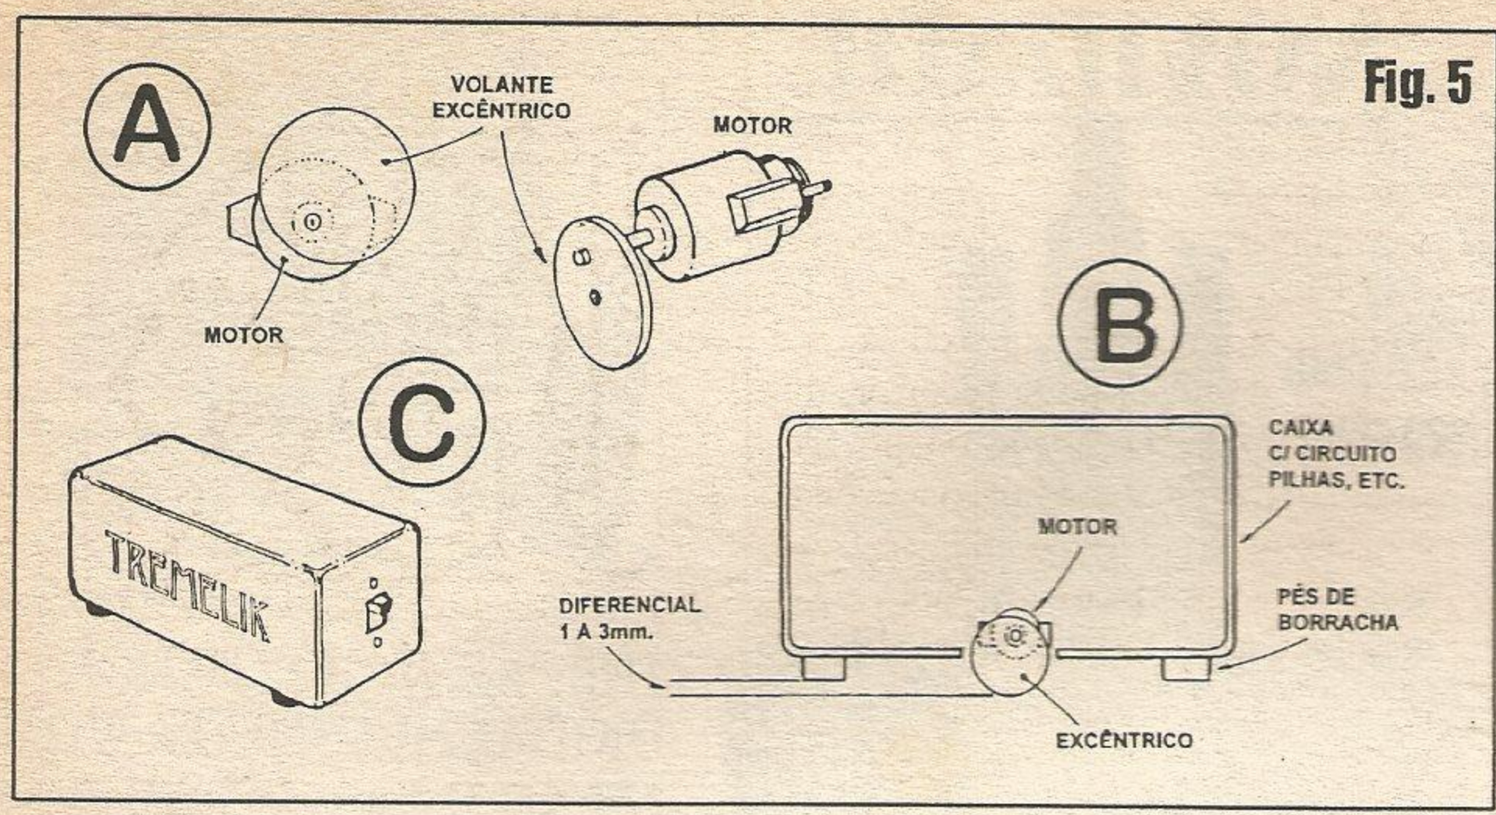
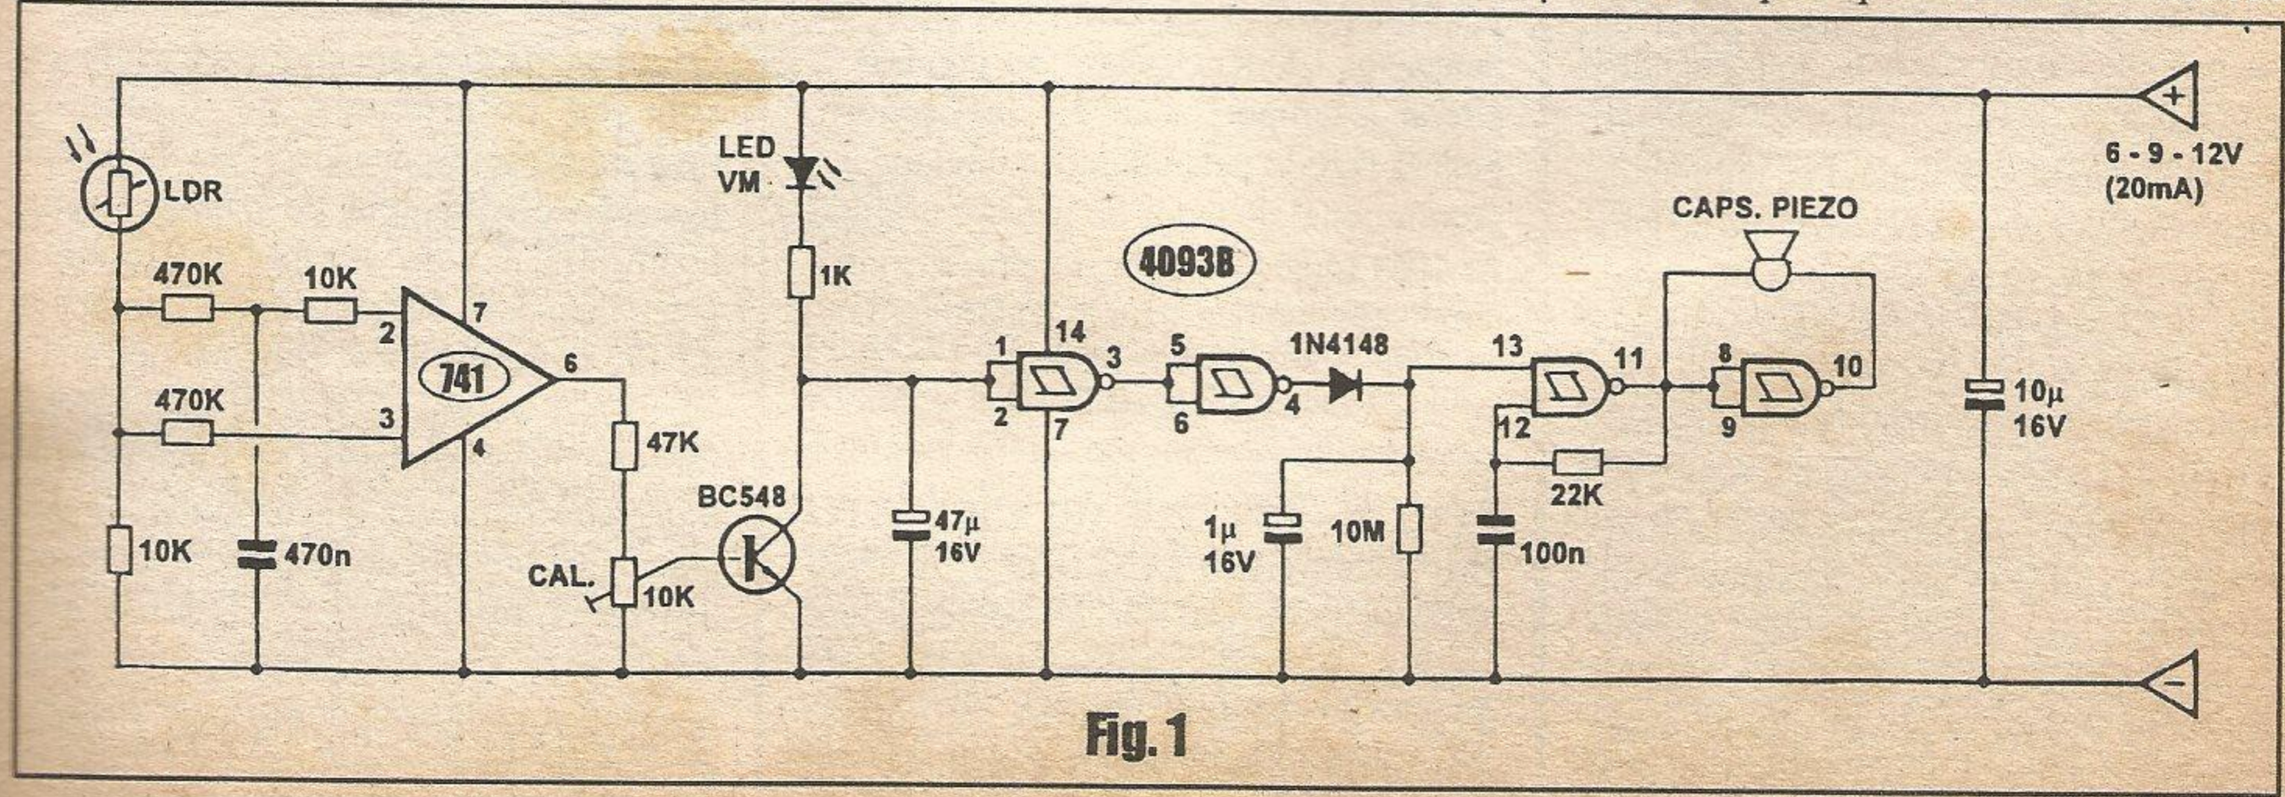

Fig. 5
Fig. 1
**- FIG. 1 - DIAGRAMA ESQUEMÁTICO DO CIRCUITO -** A partir da idéia básica, que é fazer algo funcionar, agitar-se ou movimentar-se, por poucos segundos, a intervalos proporcionalmente muito longos (cerca de 10 minutos, no caso...) foi facilmente implementada, em termos puramente eletrônicos, através de um circuito de astável, arranjado de modo pouco usual, onde cada um dos dois ramos ativos do próprio *flip-flop* é formado *também por um flip-flop*, sendo que ambos os módulos são contidos num único integrado C.MOS 4013 (que contém os dois requeridos *flip-flops* tipo D, em blocos de fácil acesso e *circuitamento* externo...), barato e fácil de encontrar... No diagrama, os blocos internos do 4013 são mostrados com algumas letras e números codificando seus terminais e funções, devendo o hobbysta considerar que **S1** e **S2** são os terminais de *set* ou de *armar* cada um dos *flip-flops*, **R1** e **R2** são os respectivos terminais de *reset* ou de *rearmar* (*zerar*), e **Q1/Q2** constituem as saídas dos blocos (**Q1** e **Q2** com um *tracinho em cima do Q* , representam as respectivas *saídas complementares, ou de nível digital oposto*...). Para compor, com os dois blocos (cada um um simples *flip-flop*...) um super-*flip-flop* altamente dessimetrizado, simplesmente interligamos os ditos cujos em *gangorra*, saídas de um direcionadas às entradas do outro, em vice-versa, com a interveniência de redes temporizadoras RC especialmente
**- FIG. 5 - EXPLICANDO E SUGERINDO A *MECÂNICA* DO *TREMELIK*... -** Nas explicações inerentes à **FIG. 1** vimos o detalhamento da parte eletrônica da idéia... Agora, falemos sobre sua parte mecânica, *numa* das suas várias possibilidades. Para *transformar* o movimento rotativo do eixo do micro-motor num deslocamento linear e em vai-vem (vibração forte, ou *estremecimento*...), um modo mecanicamente simples e eficiente é dotar o dito eixo de uma carga (massa) *excentricamente* distribuída (A). Para tanto, basta fixar uma arruela metálica, ou um pequeno (diâmetro pouco maior do que o mostrado pelo próprio *corpo* do motor...) círculo metálico, *fora de centro*, ao eixo do motorzinho... Quem quiser verificar a transformação do movimento rotativo em vibração linear, pode alimentar diretamente o motorzinho com as pilhas (excêntrico já fixado), segurando-o com a mão... Aliás, é exatamente assim que funciona - mecanicamente - um *vibrador* "daqueles" que se
**- FIG. 1 - DIAGRAMA ESQUEMÁTICO DO CIRCUITO -** De modo a *universalizar* ao máximo as características do sensor óptico, optamos pelo uso de um LDR, que poderá ser de absolutamente *qualquer* tamanho, tipo, sensibilidade ou parâmetros. Para tanto, o dito sensor foto-resistivo está incorporado no ramo *superior* de um simples divisor de tensão (um resistor de 10K no ramo *inferior*...), gerando assim modificações na *voltagem* do *nó* do dito divisor, rigorosamente proporcionais às eventuais modificações (ainda que *muito* pequenas) no nível médio da iluminação captada... Essas modificações são aplicadas, simultaneamente, às *duas* entradas (inversora e não inversora) de um Amplificador Operacional 741 (mais comum que formiga, puxa-saco, corintiano ou flamenguista...), este trabalhando sob realimentação *zero* (ganho *máximo*, portanto...), e alimentado por fonte simples (não a tradicional *split* ou com *falso terra central*, como é costumeiro...). Assim, a qualquer momento (estável) ambas as entradas do 741 estarão *sentindo* rigorosamente a *mesma* tensão... Ocorre, porém, que foi incorporada uma rede *retardadora* da sensibilidade, á entrada inversora (pino **2**), graças à presença do capacitor de 470n, na *perna do "T"* completado pelos resistores de entrada, de 470K e 10K... Já a entrada não inversora (pino **3**) não sofre nenhum tipo de *retardo* na sua sensibilidade, uma vez que apenas o resistor de 470K lhe traz, diretamente, as variações de tensão ocorridas no divisor/sensor... Com tal arranjo, a tensão quiescente no pino de saída do integrado, equivale a praticamente a metade da *voltagem* geral de alimentação (por exemplo: 6 V, se a alimentação estiver em 12 VCC). Pelo funcionamento como comparador radical, do 741 em *open loop* (quanto à realimentação...), variações *lentas* no nível médio da iluminação local, são simplesmente ignoradas, uma vez que o capacitor de 470n *tem tempo* de carregar-se ou descarregar-se até o nível modificado, com o que os pinos **2** e **3** do integrado continuarão *vendo* exatamente o *mesmo* nível (o pino **6** *continuando* a mostrar os exemplificados 6 VCC...). Ocorrendo, contudo, uma variação *rápida* na iluminação local média (o que se dá - num exemplo que nos interessa - quando da passagem de uma pessoa por lá...), o mencionado capacitor *leva um certo tempo* para assumir a resultante variação de tensão... Durante esse micro-período, as *voltagens* aplicadas às entradas inversora e não inversora do 741 serão forçosamente *diferentes* (ainda que por frações *milesimais* de volt...). Poderosamente amplificada tal diferença, pelo ganho *total* do 741 em *open loop*, o nível no pino de saída *pulará* para valores (ainda que momentâneos) muito próximos daqueles presentes nas linhas de alimentação (*quase* 12 VCC, ou *quase zero* volt...). Para efeito do manejo dos blocos seguintes do circuito, o que nos interessa são as variações bruscas *para cima* na tensão presente entre o LDR e o resistor de 10K... Entretanto, é fácil constatar que, com a passagem de uma pessoa, objeto, animal, etc., sempre ocorrem tanto micro-variações momentâneas *para baixo* quanto *para cima* (independente da *ordem* em que acontecem tais eventos...). Notar que a saída do 741 polariza diretamente um *totem* formado pelo resistor fixo de 47K e pelo *trim-pot* de adequação (10K), cujo cursor está ligado ao terminal de **base** de um transístor BC548. Ajustando-se o dito *trim-pot* de modo que o transístor entre *justamente* no *limiar* do seu ponto de condução (fazendo com que seu **coletor** comande o acendimento do LED a ele acoplado, através do resistor/limitador de 1K...), o circuito já estará adequado para a tensão escolhida de